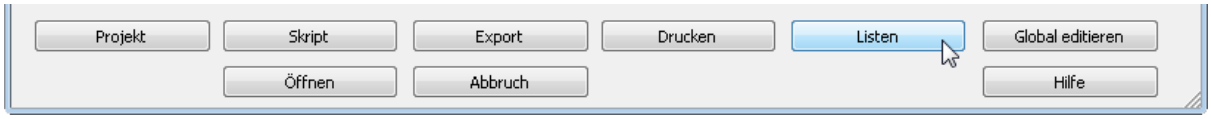

Bild 22.1 – Zeichnungsverwaltung, Schaltfläche *Listen*
- Laden Sie das *Musterprojekt 3814-1 11/2009*. Die Zeichnungsverwaltung mit ihren Ebenen erscheint (Abb. 22.1).